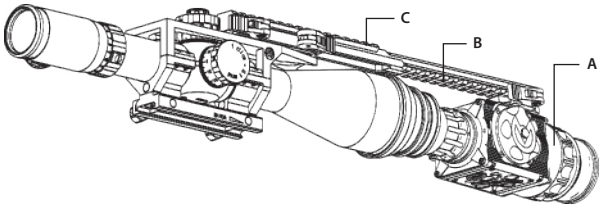

FIGURE 3-9. APOLLO PRO AND DAY SCOPE MOUNTED ON FSRS SYSTEM
Figure 3-9 shows the Apollo PRO and day scope mounted to the FSRS system.
3. Install the Apollo PRO (A, Figure 3-9) onto the Weaver rail (B), underneath the extension mount, as shown in Part 3.1.3.
4. Affix additional equipment to the mount's top Weaver rail (C, Figure 3-9).
Figure 3-9 shows the Apollo PRO installed on the lens of a day scope.